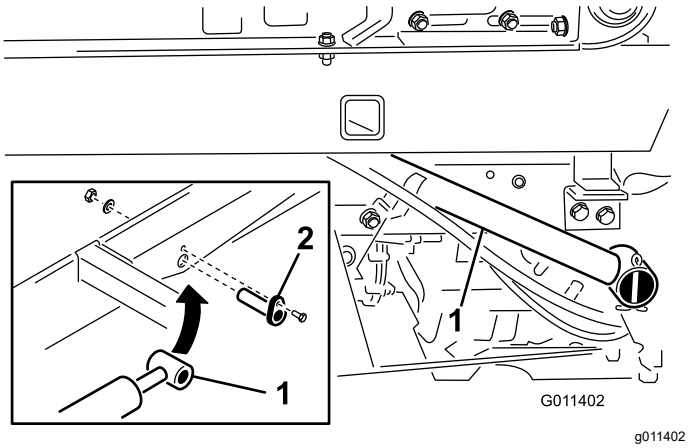

**Figuur 12**
1. Bevestig de stanguiteinden van de hefcilinders met een cilinderpen onderaan de topdresser (Figuur 12).
2. Gebruik een inbusbout (¼" x ¾"), platte ring en moer om de cilinderpennen onderaan de topdresser te bevestigen (Figuur 12).